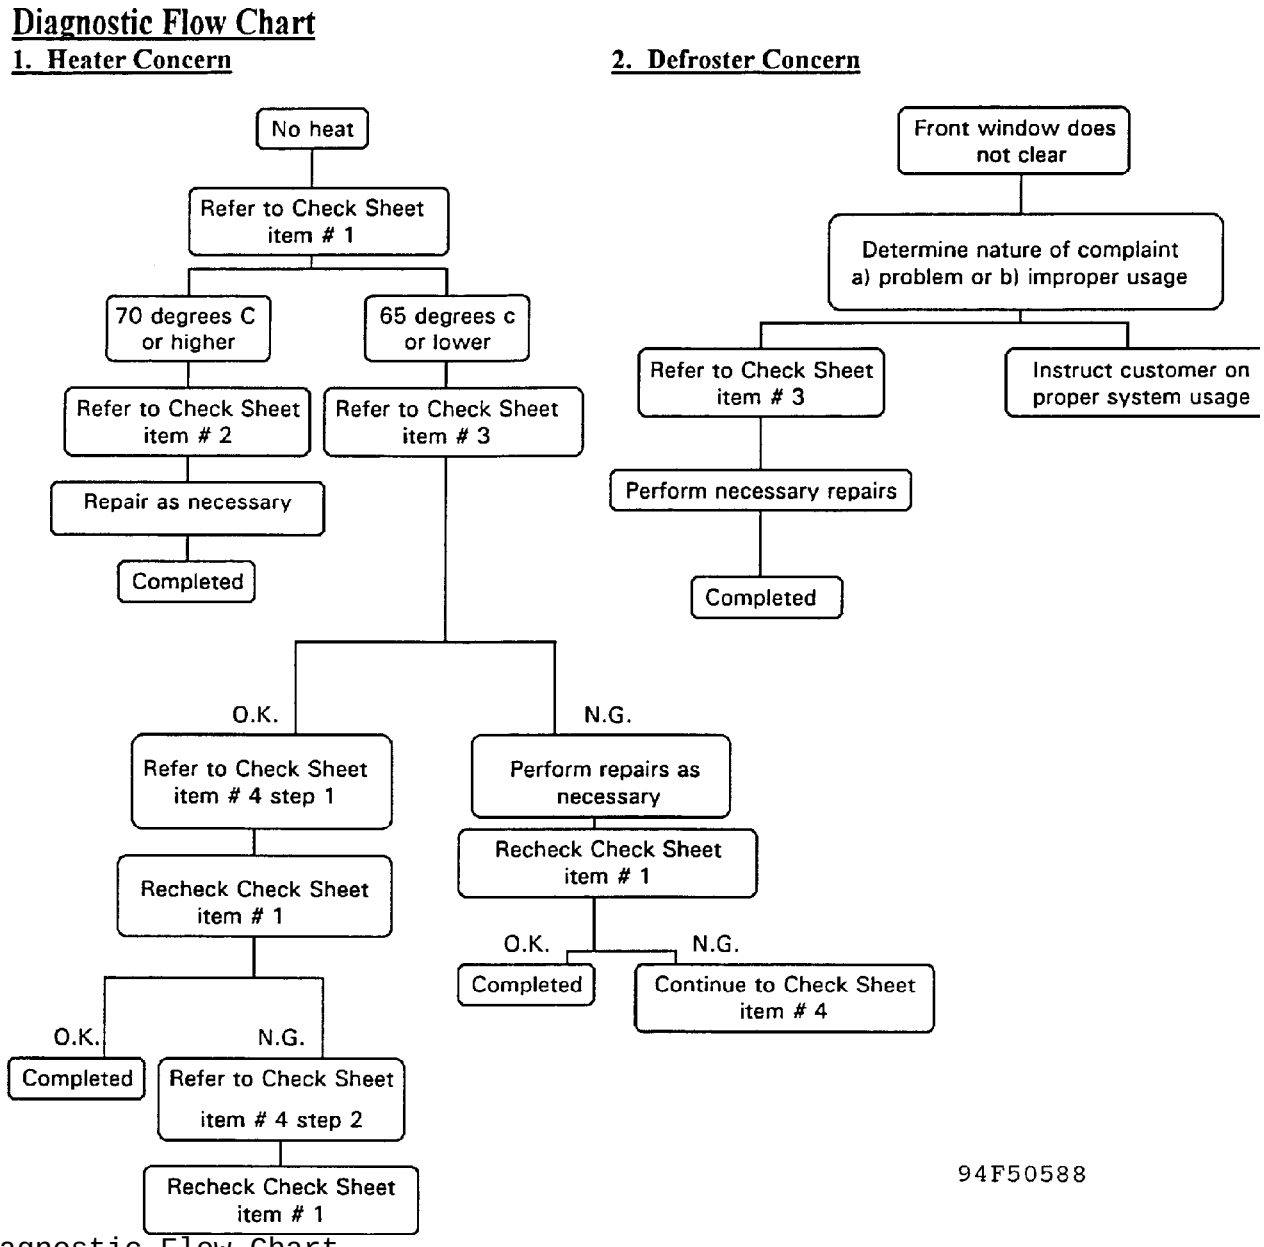

Fig. 2: Diagnostic Flow Chart
1. Heater Concern - Use the Diagnostic Flow Chart (see Fig. 2) to determine the necessary diagnostic checks. Refer to the Check Sheet.